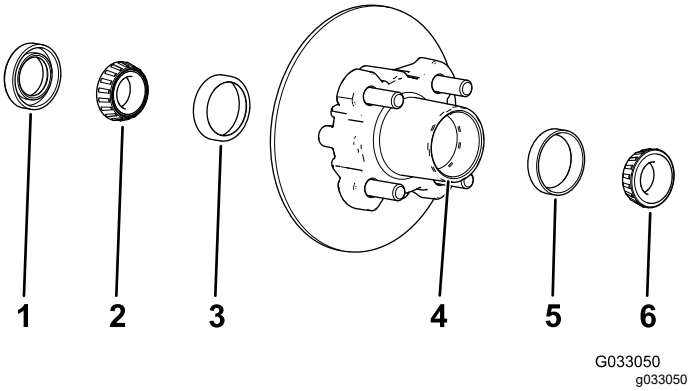

Figura 37
1. Retire el cojinete exterior y el anillo de rodadura del cubo (Figura 37).
2. Retire la junta y el cojinete interior del cubo (Figura 37).
5. Limpie el hueco del cubo para eliminar cualquier resto de grasa, suciedad y residuos (Figura 37).
7. Llene el hueco del cubo hasta un 50 – 80% de su capacidad con grasa del tipo especificado (Figura 37).
8. Monte el cojinete interior sobre el anillo en el lado interior del cubo e instale la junta (Figura 37).